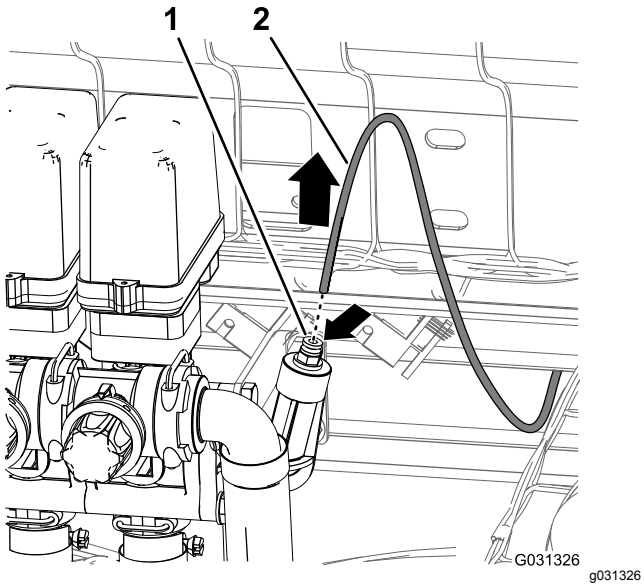

Figur 42
1. Tryk kraven ned på rørkoblingen i trykporten på højre side af højre bomsektionsventil (Figur 42).
2. Træk tryksensorrøret til instrumentpanelets måler ud af rørkoblingen (Figur 42).